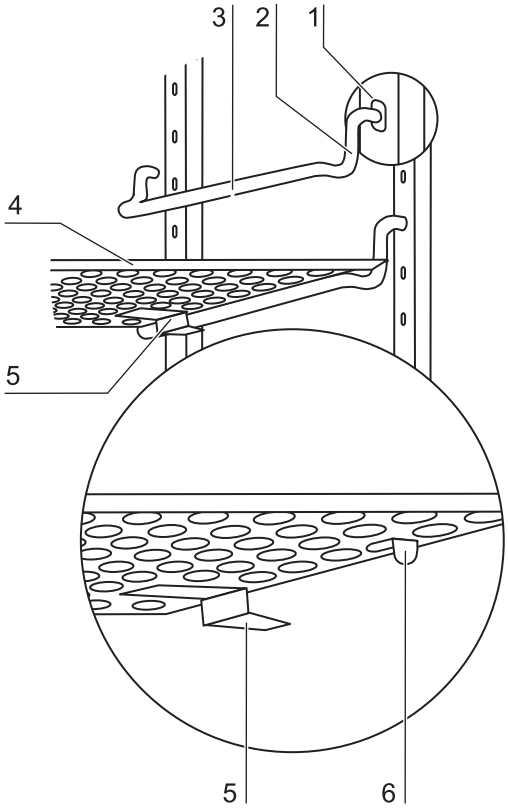

图 4-9. 安装架子托架
1. 将插板的防倾翻装置 (5/ 图 4-9) 朝向设备的后壁推到支架上。 防倾翻装置同时也对插板起到导向作用。
2. 将插板略微提起，使拉出限制 (6/ 图 4-9) 可以被引导而通过支架。